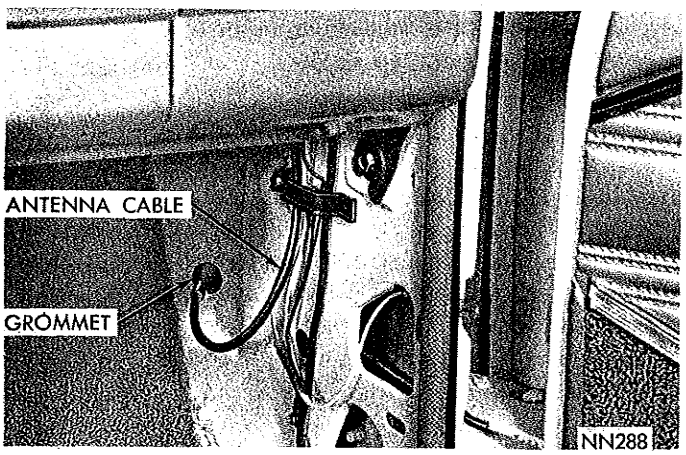
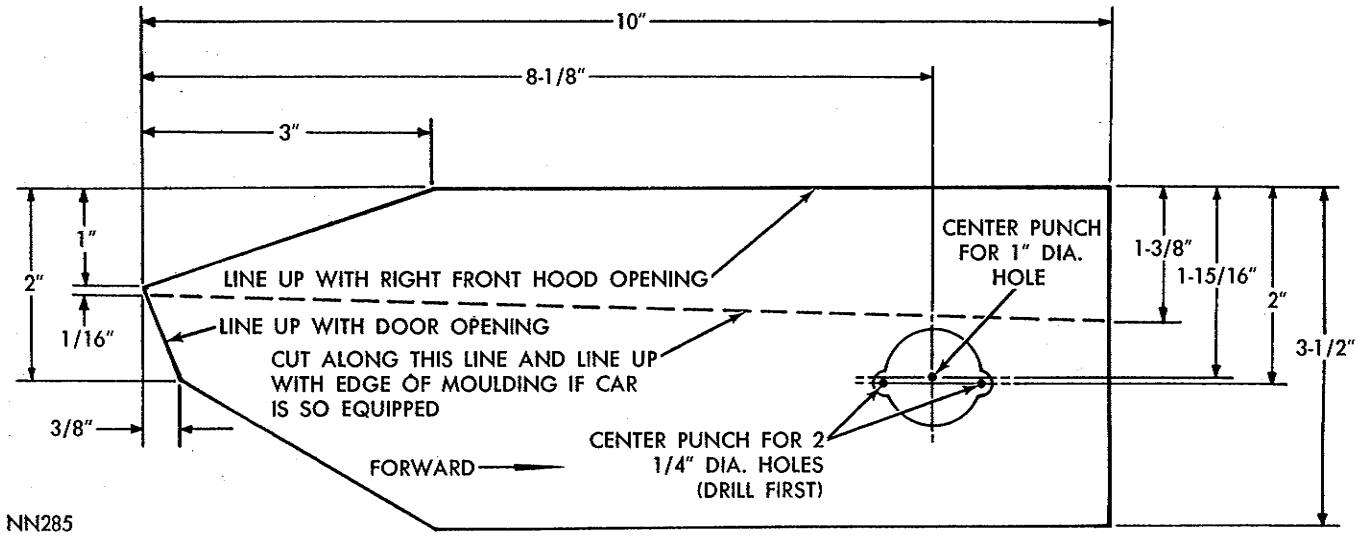

*Fig. 8—Antenna Lead Cable Routing—All Except Fury Models*
*Fig. 9—Antenna Mounting Template—Valiant & Barracuda Models*
(1) See Figures 9 and 10 for proper location of antenna mounting hole.
(2) Locate position of the three holes. **Drill the two 3/16" holes first. Drill the 1⅛" hole last.**
(3) Remove the right cowl kick pad.
(4) Locate and drill ¾" hole in cowl panel dimple (Fig. 8).
(5) Position lower adapter on antenna mast and insert assembly through front door opening from under fender.
(7) Tape a light gauge flexible wire to antenna cable as an aid in guiding cable through hole in cowl panel.
(8) Route antenna cable up right side of cowl panel, over top of glove box and plug into radio receiver (Fig. 8).
(9) Test operation of radio.